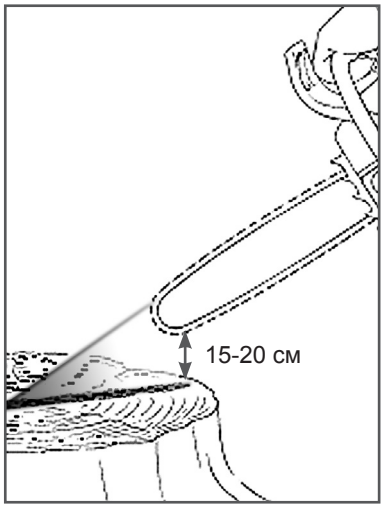

Рис. 9 Проверка подачи масла
2. Нажмите на курок газа и дайте двигателю поработать примерно 10-15 секунд на средних оборотах. Под шиной должен остаться четкий след от масла (Рис. 9).